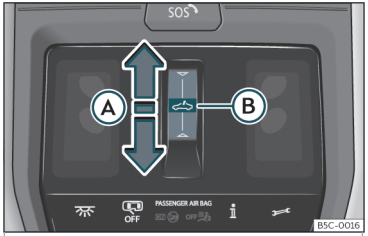

Fig. 87 Nel rivestimento interno del tettuccio: tasto del tettuccio di vetro.
- Movimento automatico: far scivolare il dito indietro sull'area funzionale ✍ ››› **fig. 87** Ⓐ.
- Entro circa 5 secondi dall'attivazione della funzione antischiacciamento, far scivolare il dito in avanti sull'area funzionale ☝ >>> **fig. 87** Ⓐ e tenere premuto finché il tetto non si chiude completamente.